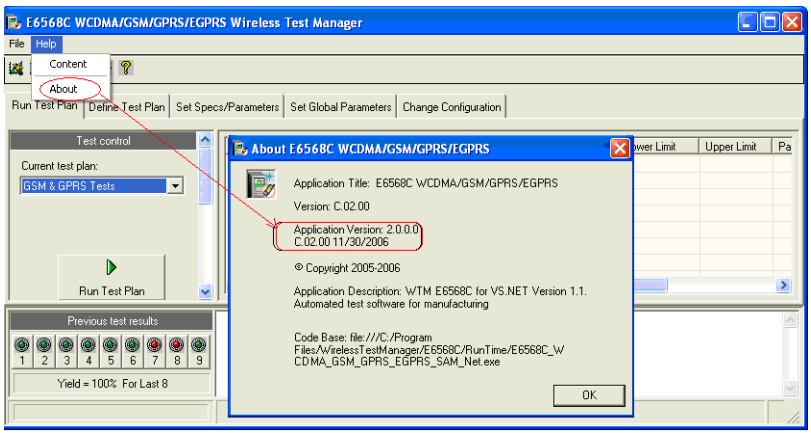

Figure 1. WTM version information.
b. Click on ***Help>About***. A message window with the WTM application version information will appear. Refer to Figure 1.